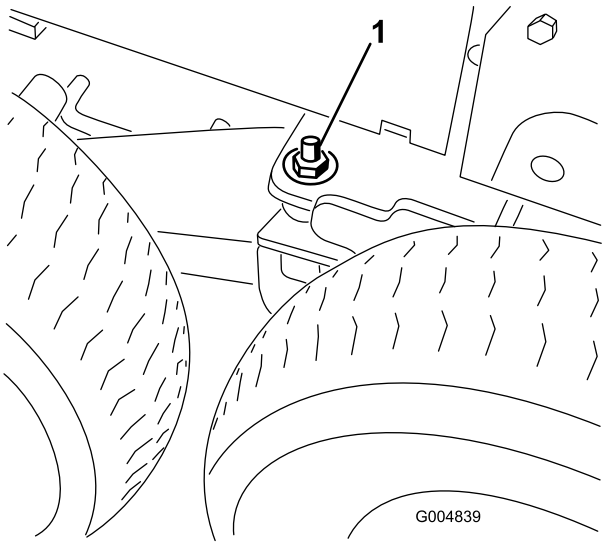

Figur 118
43. Fjern den flade spændeskive (1/2 tomme) og møtrik (1/2 tomme), der sidder på tappen på bogiedrejeleddet (Figur 118).